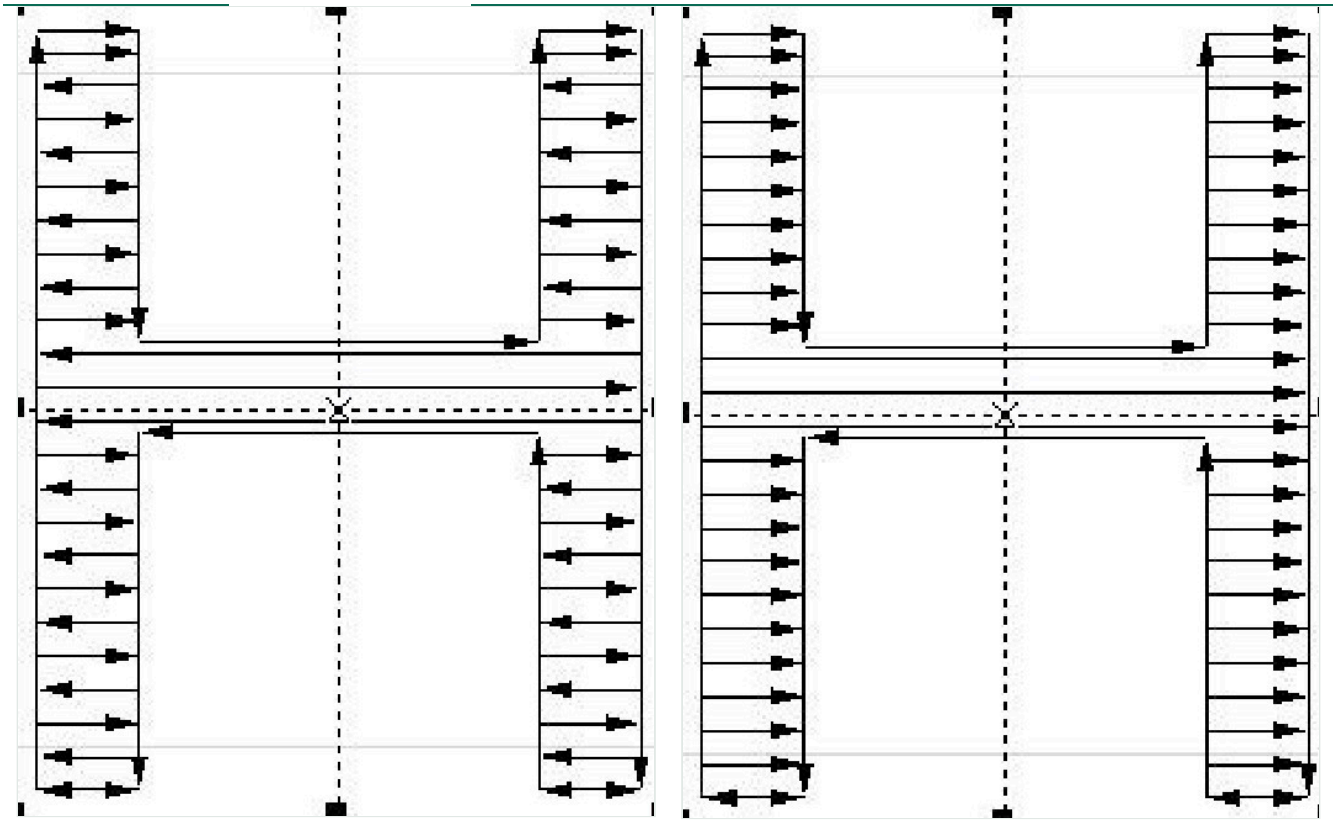

Figura 10-8 A la izquierda, relleno unidireccional; a la derecha, relleno bidireccional
- **Relleno bidireccional:** las líneas de relleno se marcan de izquierda a derecha y luego de derecha a izquierda, de forma cíclica, como se muestra a la derecha de la Figura 10-8.